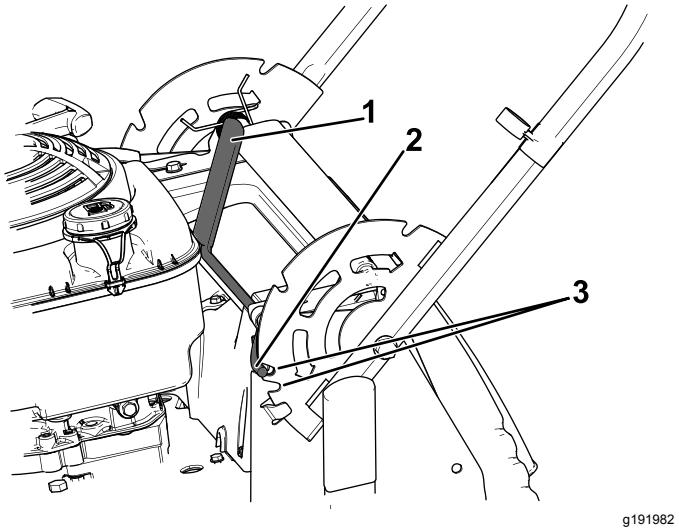

Figur 15
1. Dra handtagslåsspaken bakåt för att koppla ur handtagslåstapparna (Figur 15).
2. Rör handtaget och rikta in önskad skåra i handtagsfästet efter handtagstapparna, se Figur 15.